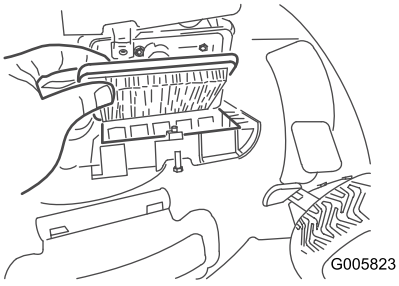

Figuur 27
2. Vervang het luchtfilter (Figuur 27).